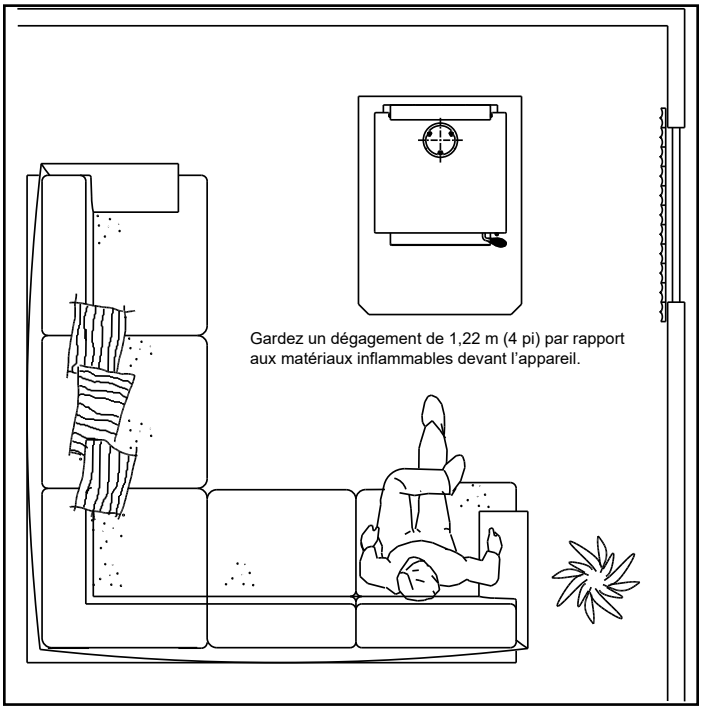

Figure 14.1
3. **Emplacement du disque d'arrêt:** Si le ventilateur refoulant se met en marche et s'arrête à des températures indésirables, placez le disque d'arrêt à un autre endroit de la zone désignée à l'arrière de l'appareil **(Figure 14.1)**. Un interrupteur ayant priorité sur le disque d'arrêt peut être utilisé pour désactiver ce dernier si nécessaire.